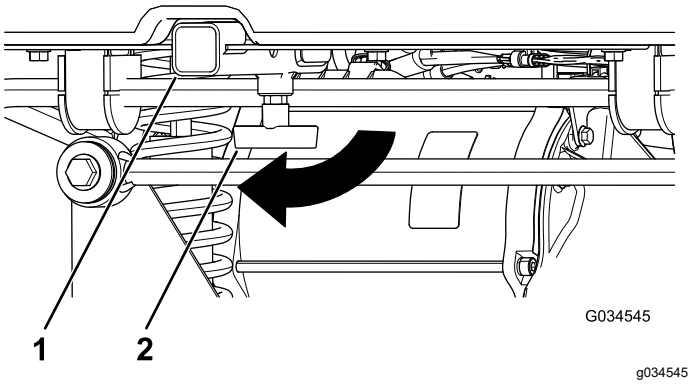

Figur 15
1. Løsn "T"-håndtaget ved at dreje det med uret (Figur 15).
2. Sæt tilbehøret ind i modtageren, indtil hullerne flugter (Figur 15).